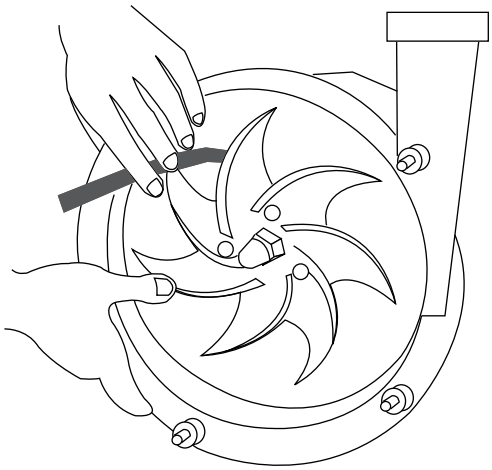

rys. 30 Wymiar szczeliny koło wirnikowe-korpus
1. Zmierzyć wymiar szczeliny koło wirnikowe/korpus za pomocą szczelinomierza listkowego (*rys. 30 „Wymiar szczeliny koło wirnikowe-korpus", strona 19*).